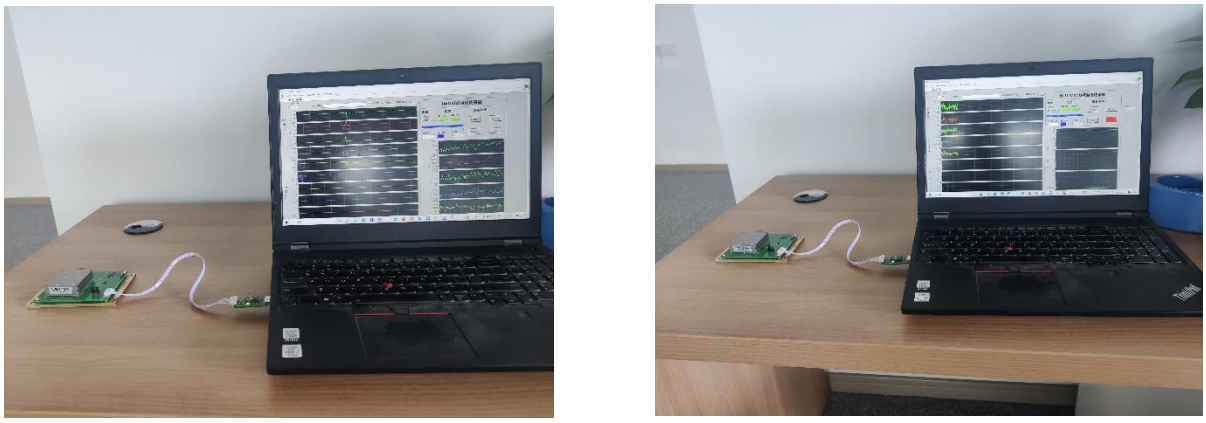

Figure 4: Upper computer display (left for serial port output mode, right for SPI input serial port output mode)
4. Select a suitable evaluation program for data reading operation. Figure 4 shows the evaluation program in serial port output mode on the left, and Figure 4 shows the evaluation program in SPI input serial port output mode on the right.